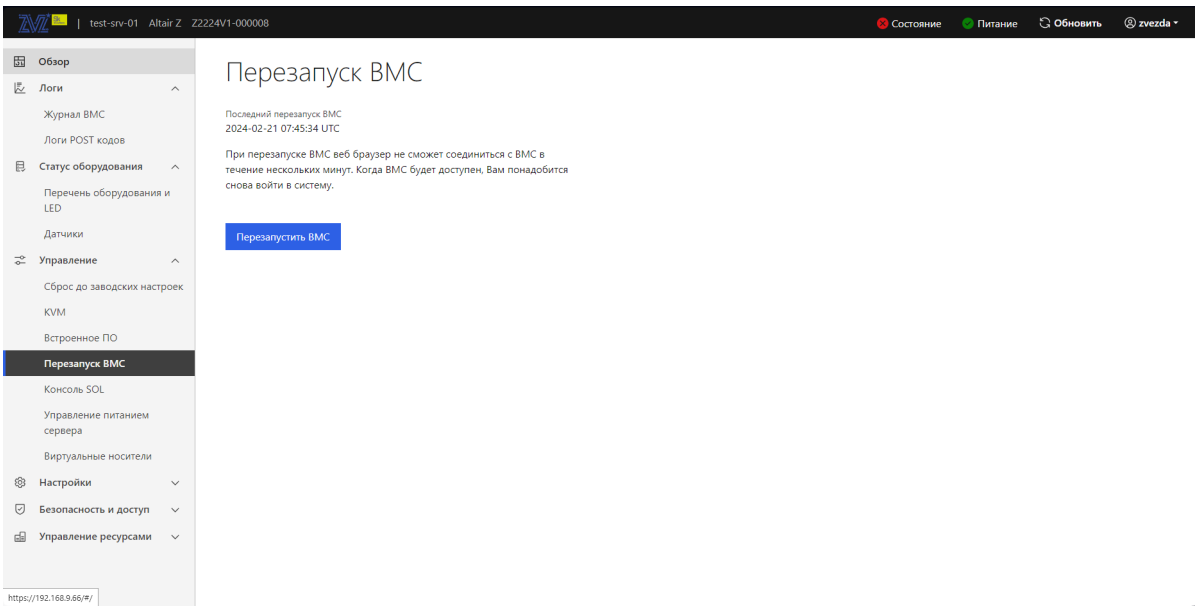

Рис. 84. Окно «Перезапуск BMC»
4) Пройдите во вкладку «Управление» → «Перезапуск BMC» в данной вкладке осуществляется перезапуск BMC. Нажмите на кнопку «Перезапустить BMC» для перезапуска BMC. Окно показано на рис. 84 Окно «Перезапуск BMC»